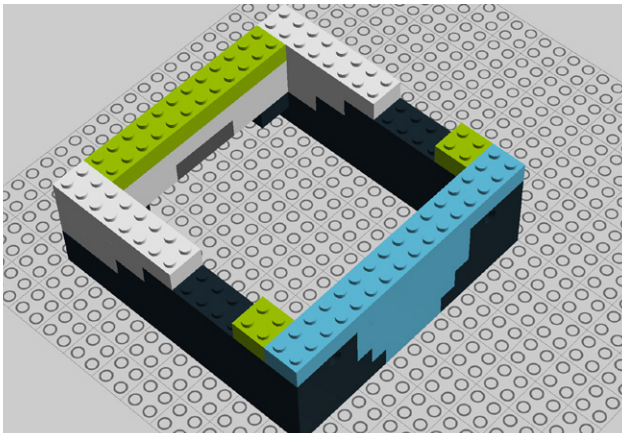

Figure 9-26. *Step 21: More bricks*
21. Add two 2x2 and two 2x6 bricks (Figure 9-26).